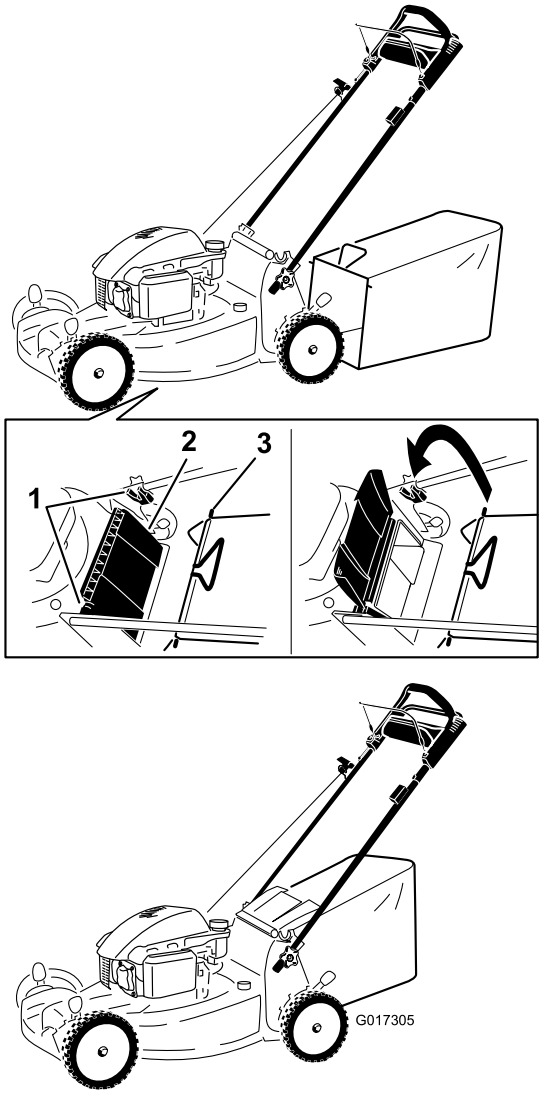

Figura 19
1. Levante y sujete el deflector trasero (Figura 19).
2. Instale la bolsa de recortes, asegurándose de que los pasadores de la bolsa descansan en las muescas del manillar (Figura 19).